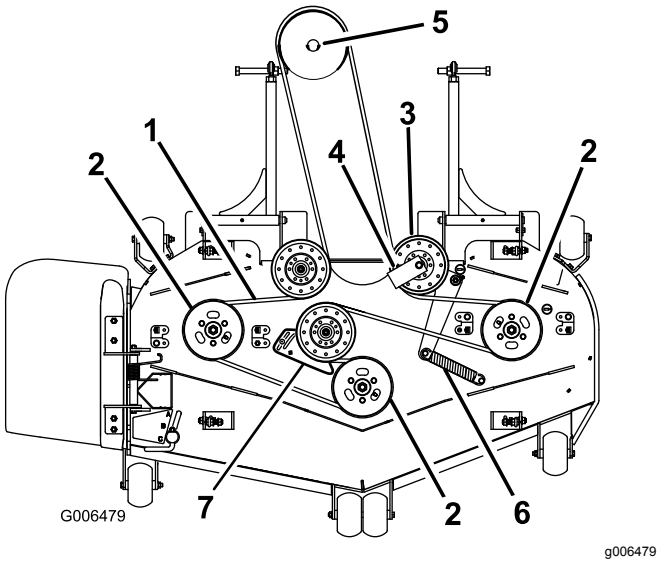

Figuur 88
7. Verwijder de riemgeleider van de veerbelaste spanpoelie die afgebeeld is in Figuur 88.
9. Leg de nieuwe riem rond de poelies van het maaidek en de poelie van de tandwielkast onder de motor (Figuur 88).
10. Monteer de riemgeleider op de veerbelaste spanpoelie in een hoek van 45 graden zoals wordt getoond in Figuur 88. Draai de bouten vast met een torsie van 37 tot 45 N·m.
11. Monteer de veer van de spanpoelie op de twee polen (Figuur 88).